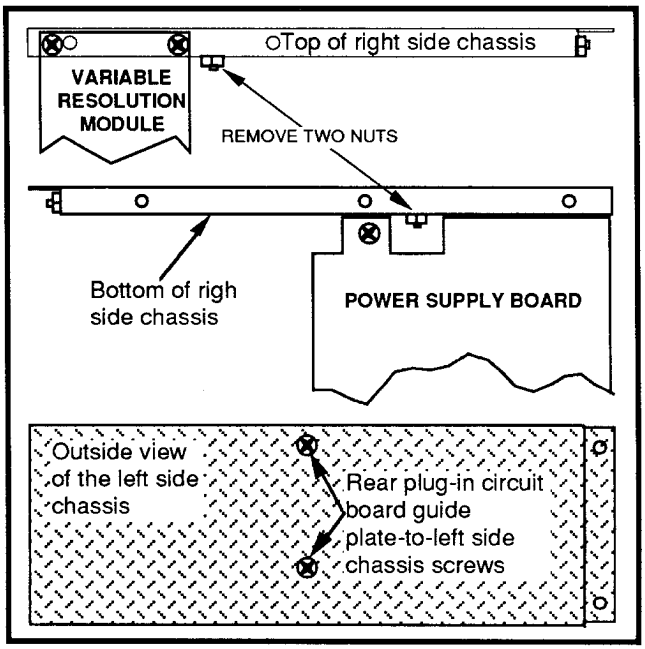

Figure 5-11. Removing Power Supply attaching nuts.
11. Remove two nuts that fasten the rear plug-in circuit board guide to the RF Deck (Figure 5-11).